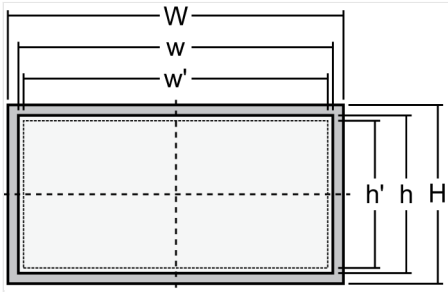

Fig. 11: Cutout schematic
1. ▷ Cut out the panel according to the dimensions in Fig. 11.